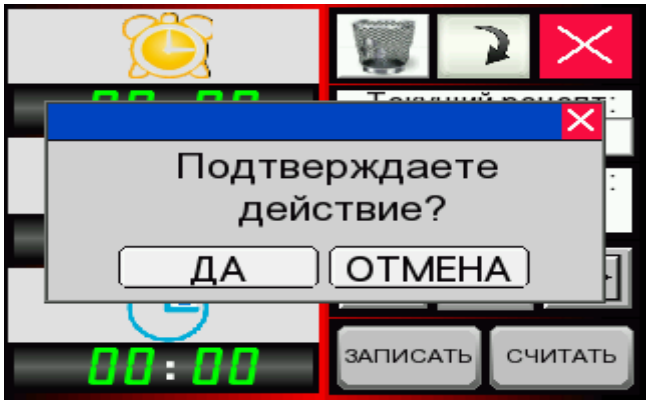

Рисунок 20 – Второй экран «Рецепты». Подтверждение чтения рецепта
5.7.2 Для чтения параметров исполняемого текущего рецепта №1 из памяти ПЛК в выбранный рецепт нажать кнопку 6.2 и подтвердить действие или отменить выбор (Рисунок 20).